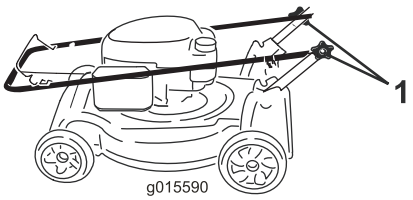

Bild 3
1. Lösen Sie die Griffhandräder (Bild 3).
3. Ziehen Sie die Griffhandräder mit der Hand fest (Bild 3).